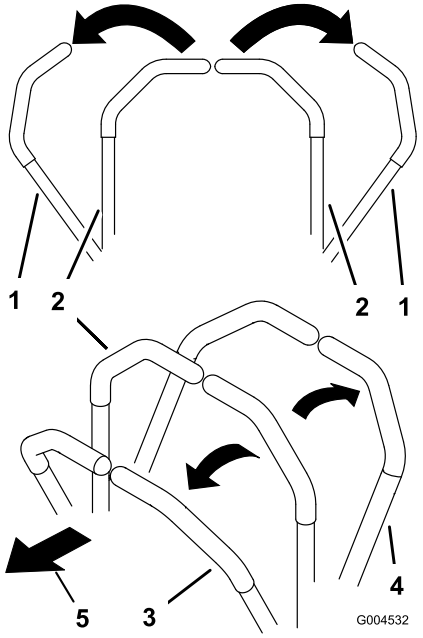

Figura 15
2. Per fare marcia avanti spingete lentamente in avanti le leve di controllo del movimento (Figura 15).
Per spostarvi in linea retta applicate una pressione identica su entrambe le leve di controllo del movimento (Figura 15).
Per girare, rilasciate la pressione sulla leva di controllo del movimento verso la direzione in cui volete voltare (Figura 15).